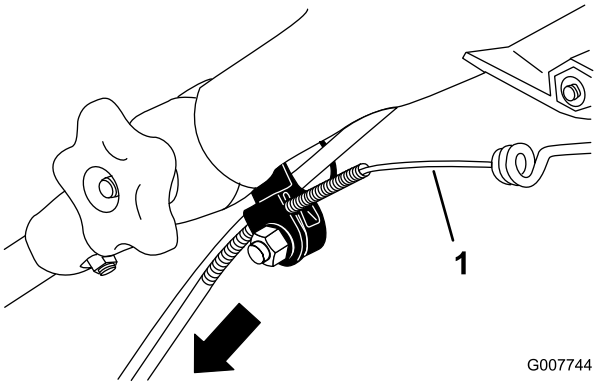

Figur 36
3. Dra kabelhöljet nedåt så att den exponerade kabeln sträcks (Figur 36).